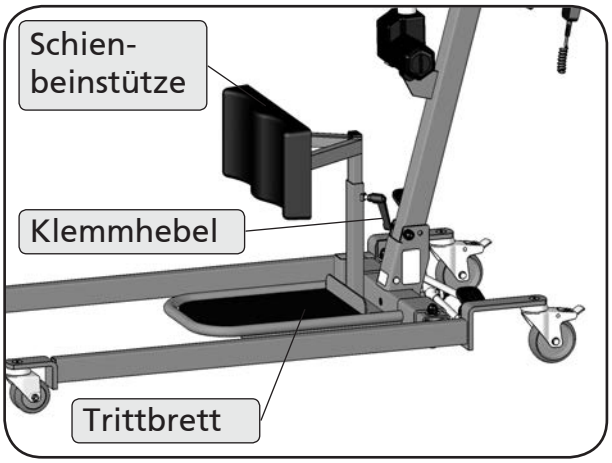

Abbildung 23
11. Setzen Sie das Trittbrett auf das Querrohr des Fahrwerks auf (Abbildung 23).
12. Stecken Sie die Schienbeinstütze in das Aufnahmerohr am Trittbrett ein und fixieren Sie sie mit dem Klemmhebel in der gewünschten Höhe (Abbildung 23).